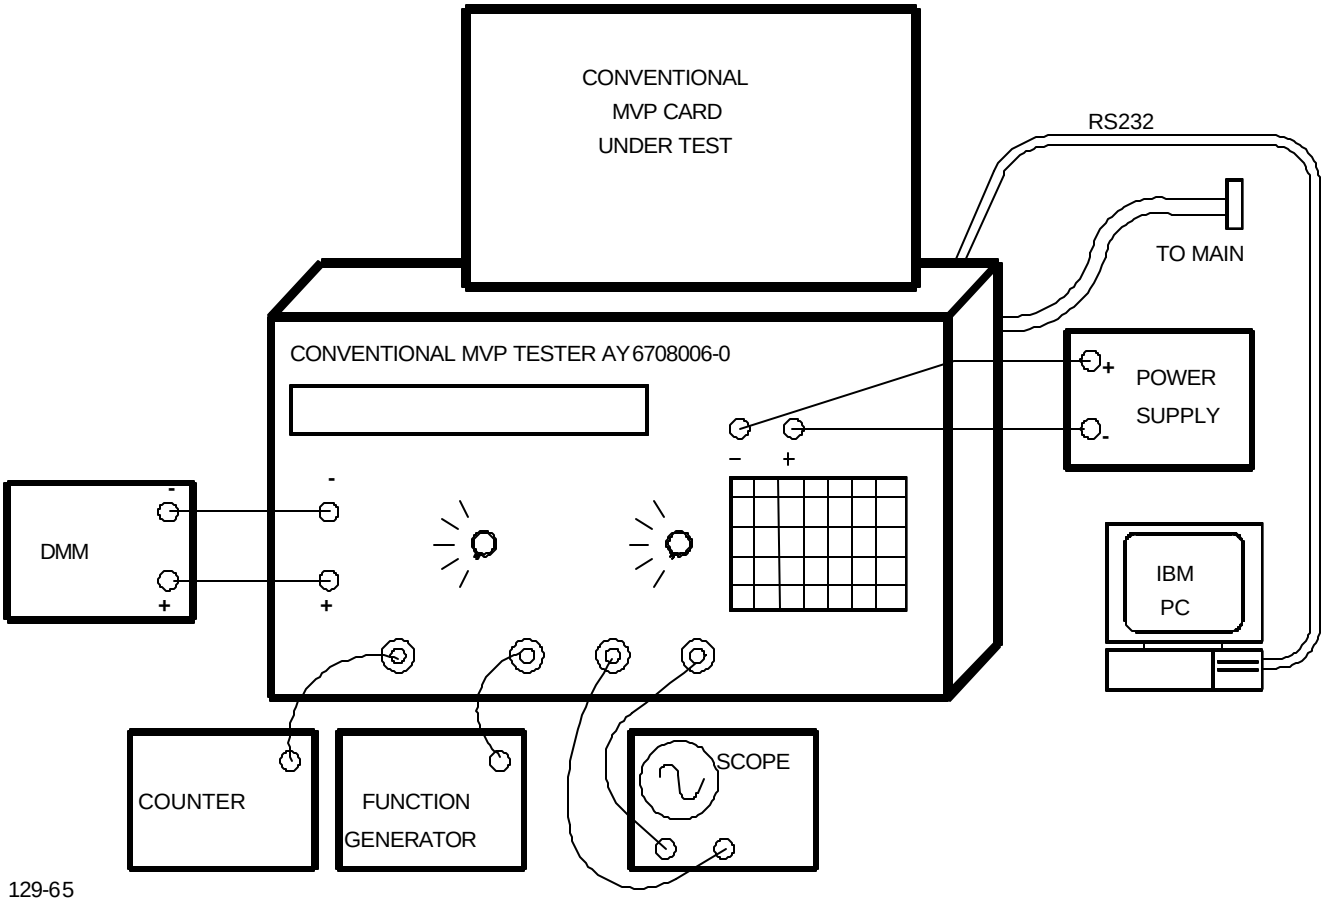

Figure D-12. MVP CCA Test Set-up
The test setup provided in Figure D-12, shows the equipment used and cable hookup for the test procedure. Figures D-13. and D-14. are detailed illustrations of the special testers.
The test setup is shown in Figure D-12. Figures D-13. and D-14. are detailed illustrations of the special testers.
f. Connect the UUT to the test setup IAW Figure D-12.